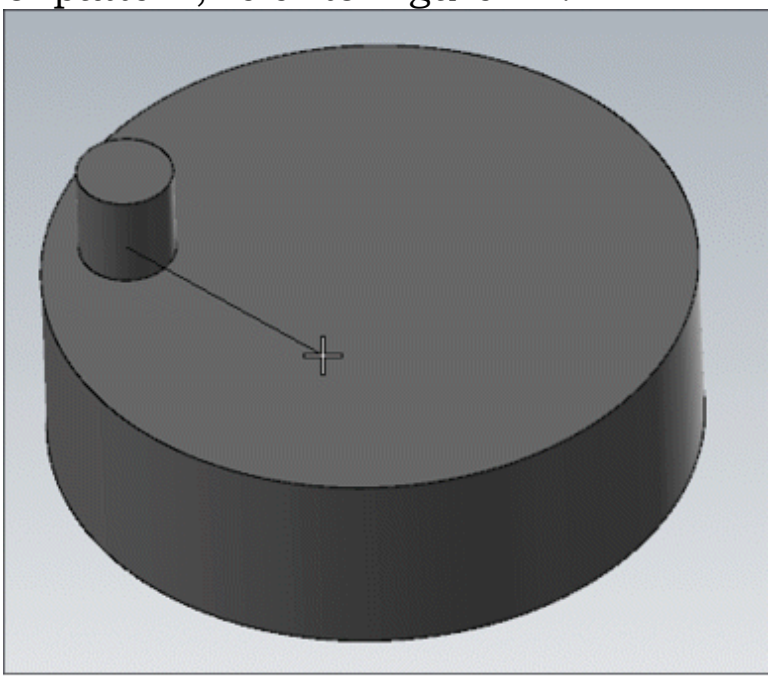

Figure-44. Specifying position of instance
- Select the base point of feature to be patterned. You will be asked to specify location where you want to place the instances of pattern; refer to Figure-44.